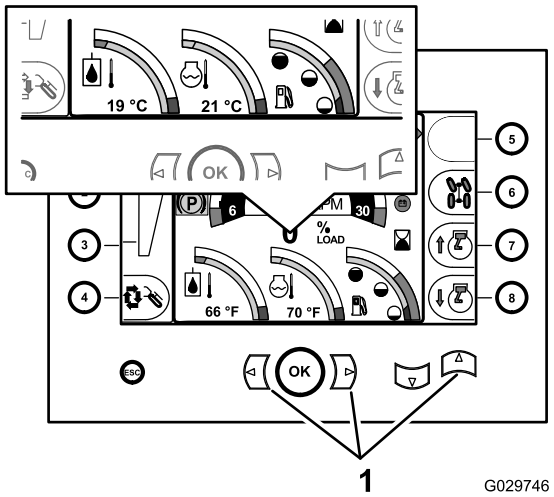

Рисунок 32
1. Отображение главного экрана центра управления (Рисунок 32).
2. Нажмите кнопки «Влево»+«Вправо»+«Вверх» (Рисунок 32).